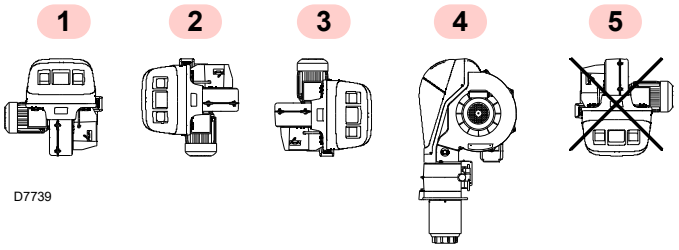

Afb. 9
- ➤ De brander is voorzien om uitsluitend in de posities **1, 2, 3 en 4** te werken (Afb. 9).